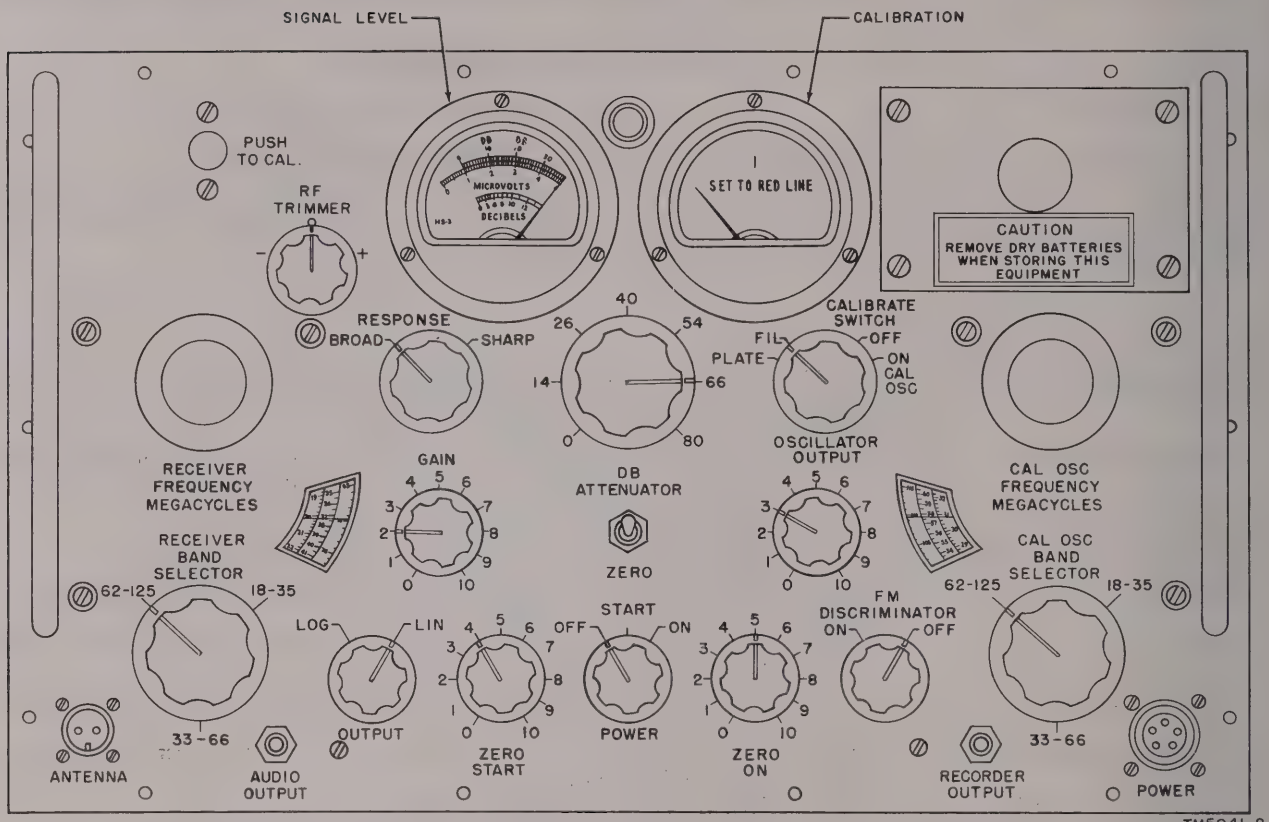

Figure 8. Field-Strength Meter IM–117/URM–91, controls and instruments.
a. Receiver. The following chart lists the controls and meters of the receiver (fig. 8) and the purpose of each.
Procedures for calibrating the gain of the receiver so that signal intensity values can be read directly on the signal level meter (fig. 8) during the field-strength measurement operation (par. 18) are given in *a* through *f* below. *The calibration is accurate only at the frequency at which it is made.* Use of another frequency requires calibration of receiver gain.